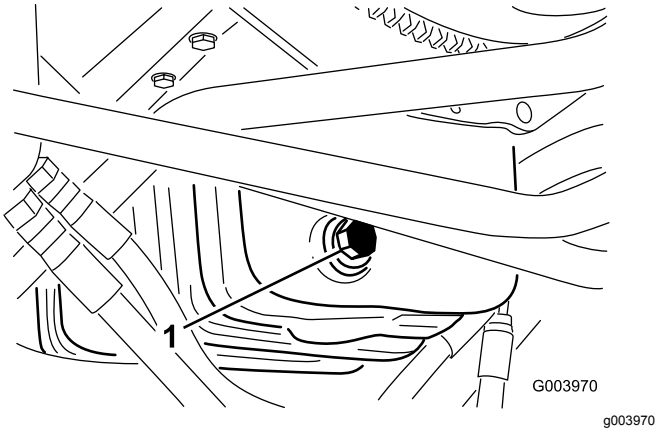

Figuur 50
1. Verwijder de aftapplug (Figuur 50) en laat de olie in een opvangbak lopen.